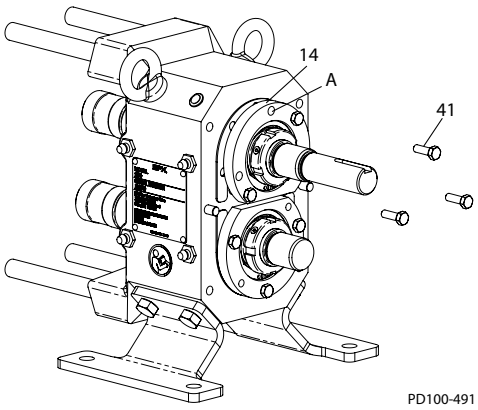
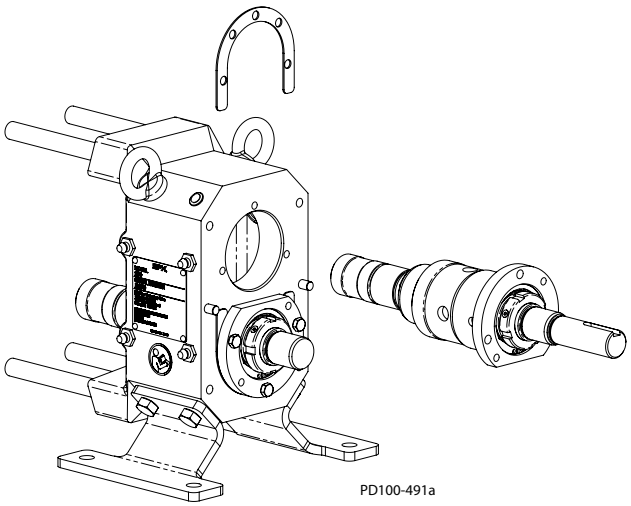

Afbeelding 40 - Schroeven verwijderen
Afbeelding 41 - De as verwijderen
4. Verwijder de schroeven van het lagerhuis (Afbeelding 40, item 41).
5. Steek 2 schroeven in de draadgaten (Afbeelding 40, item A) van het lagerhuis (item 14). Span de schroeven aan om het lagerhuis van de tandwielkast te trekken. (Afbeelding 41).